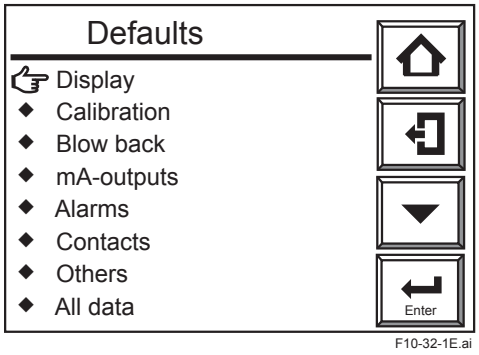

Figure 10.32.1 Defaults Display
2) Select [Commissioning], next [Others] then [Defaults]. A display like Figure 10.32.1 appears.